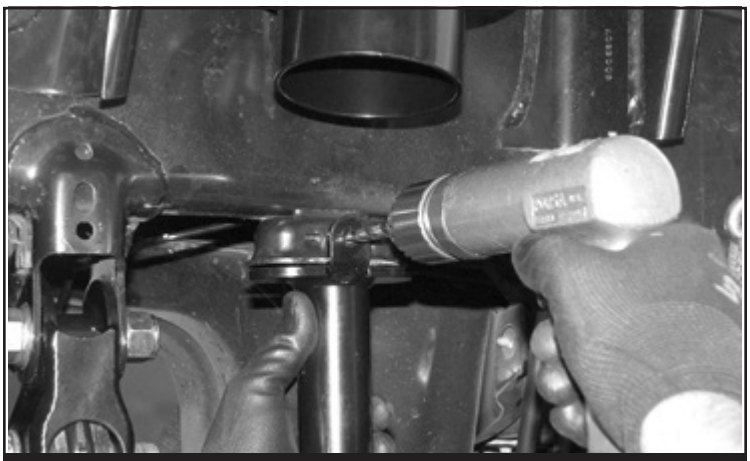

FIGURE 25 - STEP 29
29. Using the outer tab on the bump stop as a drill guide, drill a 5/16” hole all the way through the factory bump stop mount. **SEE FIGURE 25**